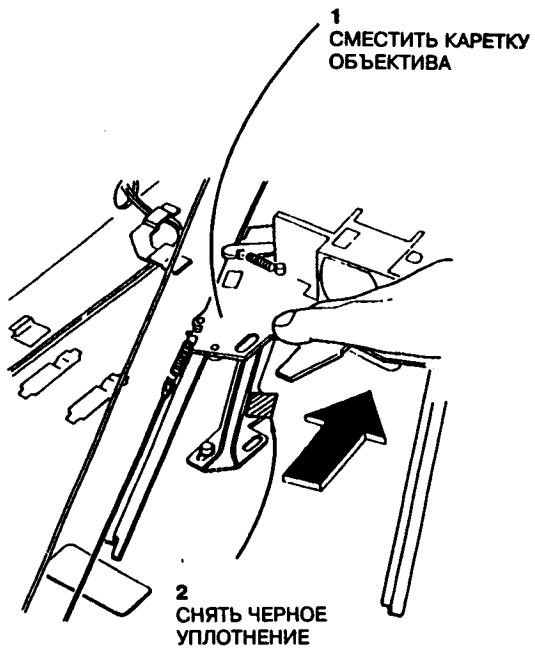

Рис.4 Снятие черного уплотнения
1. Сдвинуть каретку объектива на сторону зеркала N 4 и снять черное уплотнение (рис.4).